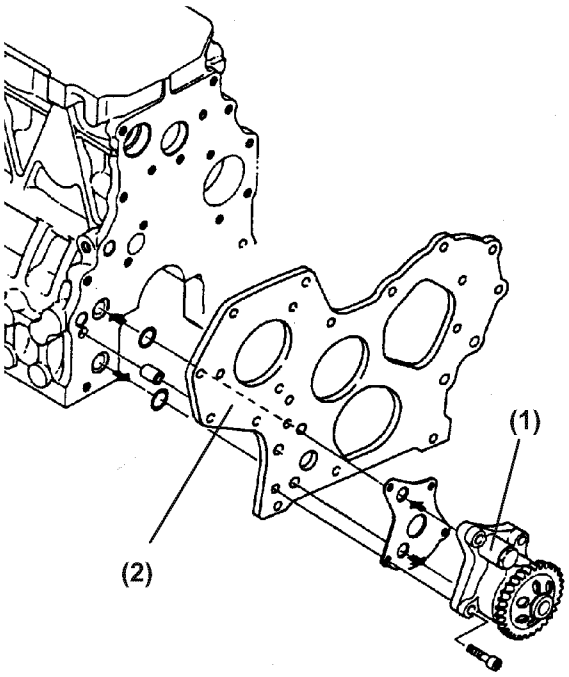

Figure 9-16
2. Remove the lubricating oil pump assembly mounting bolts. Remove the lubricating oil pump assembly **(Figure 9-16, (1))** from the gear case flange **(Figure 9-16, (2))**.